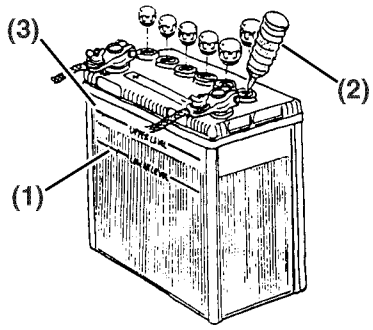

*Figure 9*
- When the amount of fluid nears the lower limit **(Figure 9, (1))**, fill with distilled water **(Figure 9, (2))** so it is at the upper limit **(Figure 9, (3))**. If operation continues with insufficient battery fluid, the battery life is shortened, and the battery may overheat and explode. During the summer, check the fluid level more often than specified.